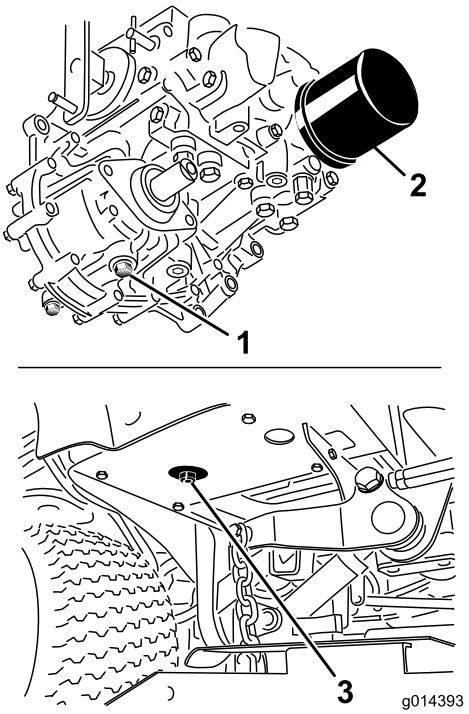

Figura 63
3. Coloque un recipiente grande debajo del depósito de aceite hidráulico y el alojamiento de la transmisión y retire los tapones; deje que se vacíe todo el aceite hidráulico (Figura 63).
4. Limpie la zona alrededor del filtro de aceite hidráulico y retire el filtro (Figura 63).